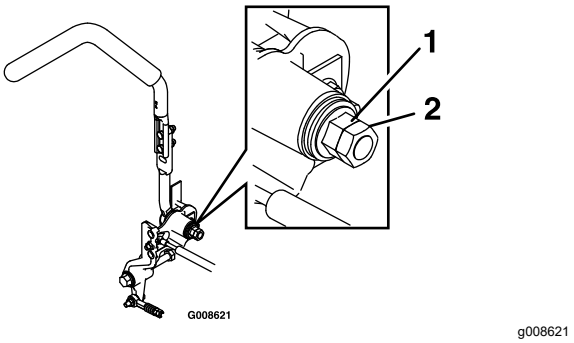

**Figuur 63**
2. Draai de contramoer los (Figuur 63).